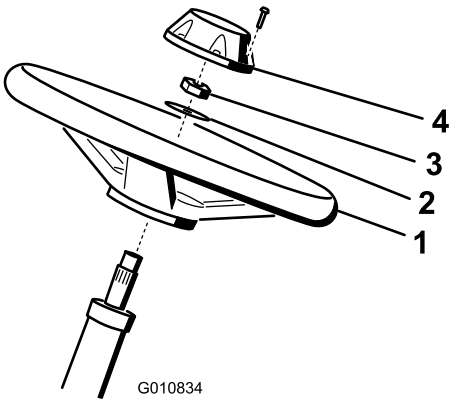

**Figur 4**
1. Før rattet på rattstangen (Figur 4).
2. Før skiven på rattstangen (Figur 4).
3. Fest rattet til stangen med en låsemutter og stram den til med et moment på 27–35 Nm (Figur 4).
4. Sett lokket på rattet og fest med en skrue (Figur 4).